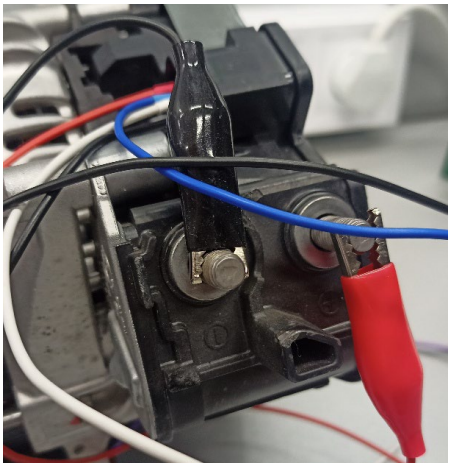

Рисунок 29. Подключение диагностического кабеля к силовым клеммам
2.2. Подключите красный зажим к B+ и черный зажим к B- к силовым клеммам генератора см. рис. 29.